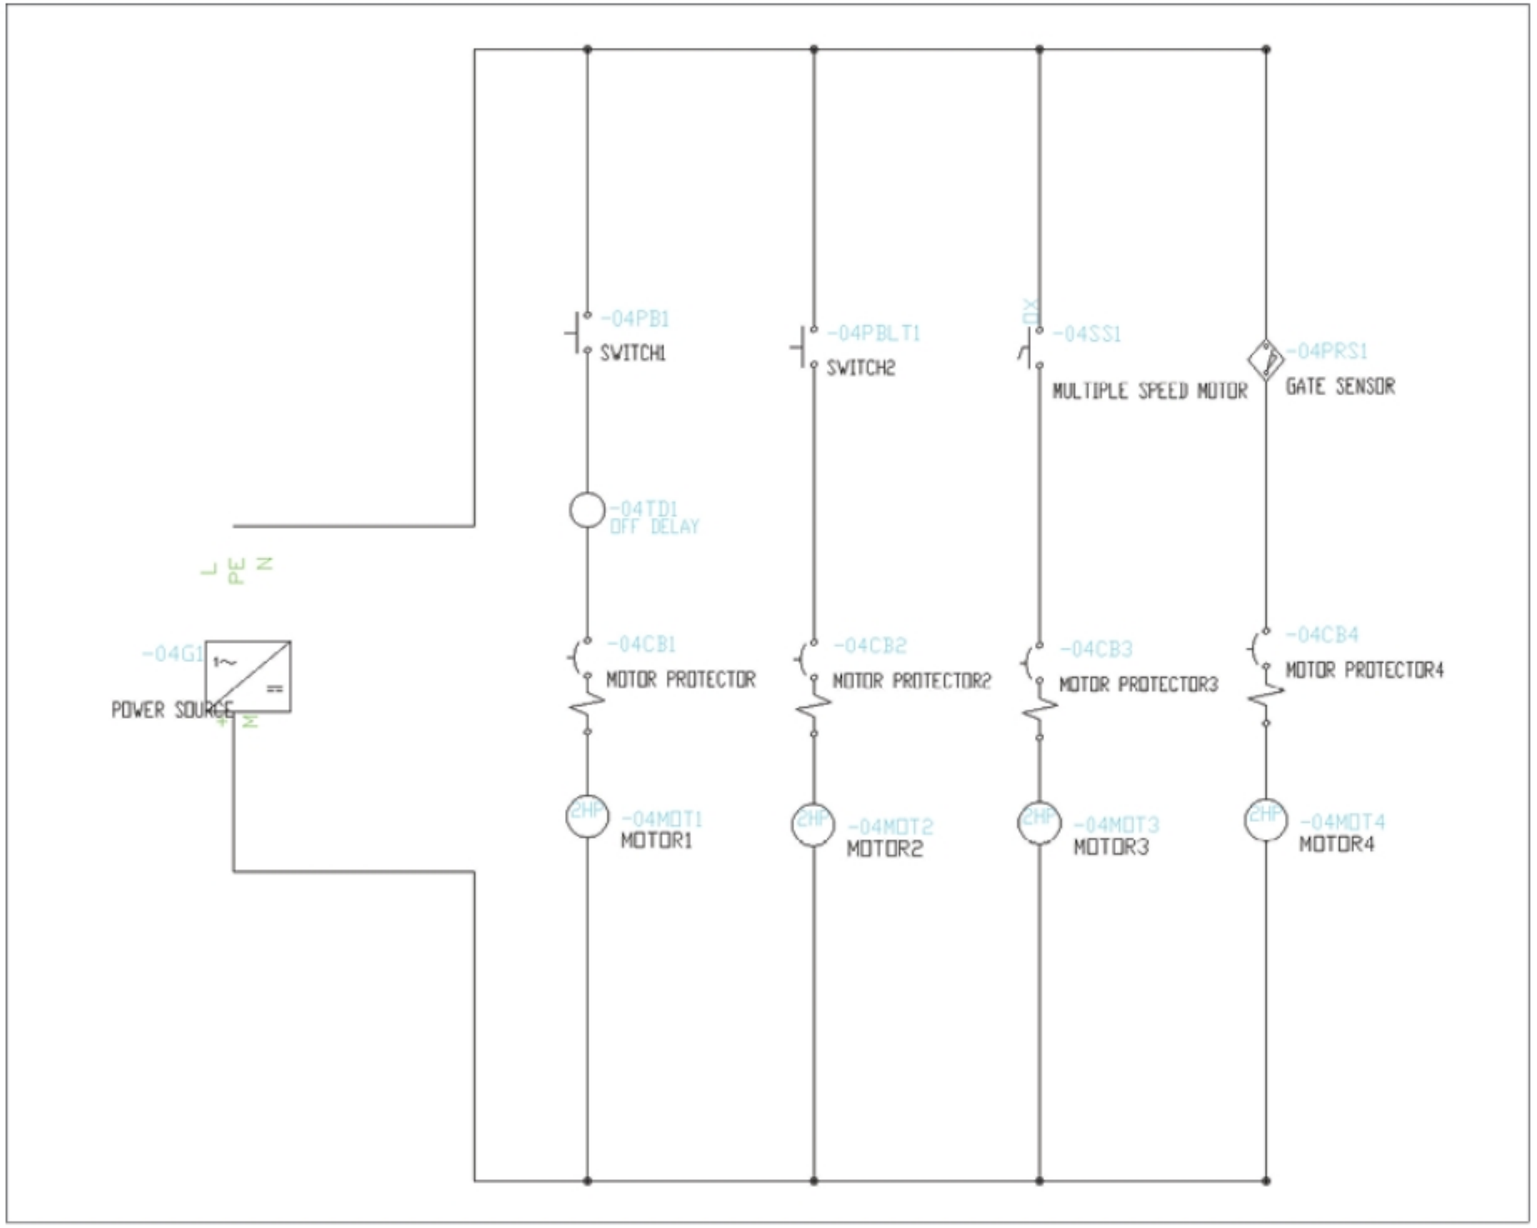

Figure-23. Project-Model
- Similarly, add the other components in the schematic drawing; refer to Figure-23.